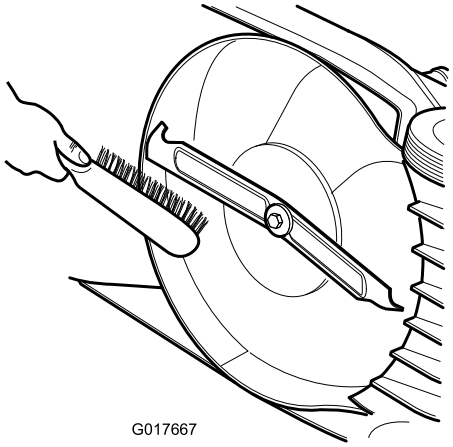

Figura 16
- Limpie los bajos de la carcasa del cortacésped. Retire la suciedad y los recortes de hierba con un cepillo o un rascador de madera dura (Figura 16).